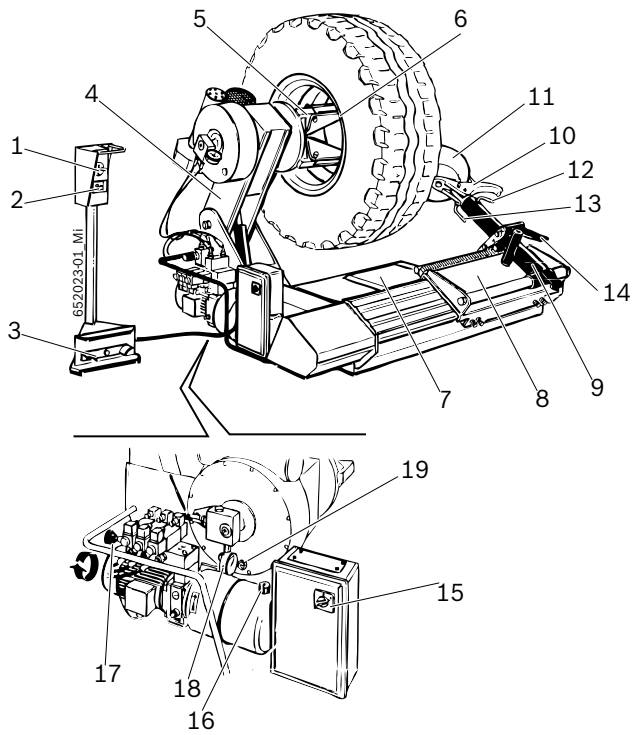

Fig. 1: JUMBO TCS26
La flangia di serraggio funziona tramite circuito idraulico ad alta pressione, regolabile da 20 a 130 bar ruotando l'apposita manopola (Fig. 1, pos. 17) e leggendo il valore sul manometro (Fig. 1, pos. 18). La pressione normale di esercizio è di 130 bar. Per cerchioni deboli o particolarmente sottili è necessario diminuire tale pressione.
Per ruote con diametro inferiore a 800 mm o superiore a 1500 mm, si consiglia di sfilare la spina dell'utensile di montaggio (Fig. 1, pos. 12) e posizionarla nel secondo foro.